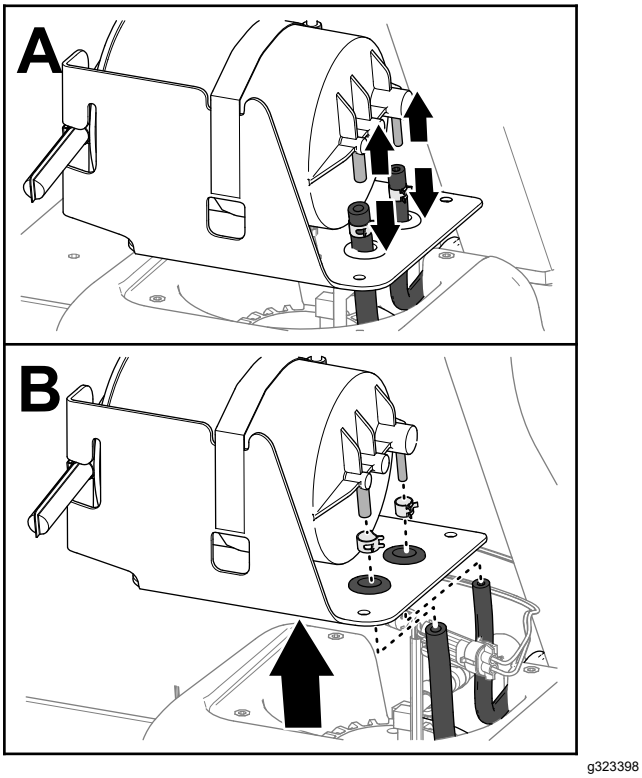

Figuur 82
4. Scheid de slangen van de fittings (Figuur 82).
5. Verwijder de slangklemmen van de slangen (Figuur 82).
6. Verwijder de koolstofhouder van de brandstoftank (Figuur 82).